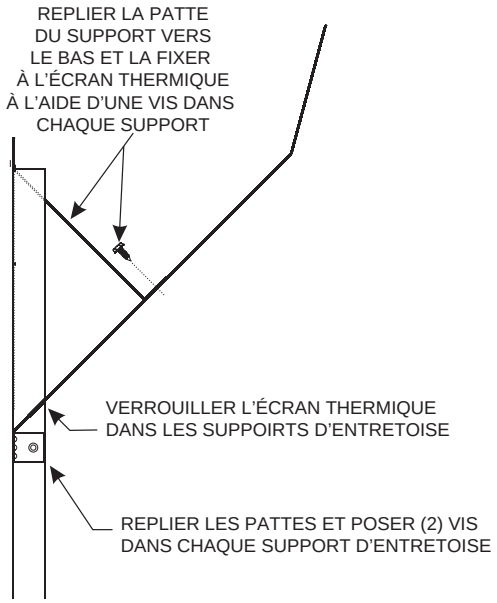

Figure 25
1. Les deux moitiés du déflecteur de chaleur du linteau et les quatre écarteurs supérieurs sont emballés ensemble et expédiés avec le foyer. Fixez chacune des moitiés du déflecteur de chaleur du linteau à deux des supports d'écarteur supérieur, avant de les installer au-dessus du foyer et sur le linteau. **Voir la figure 25.**